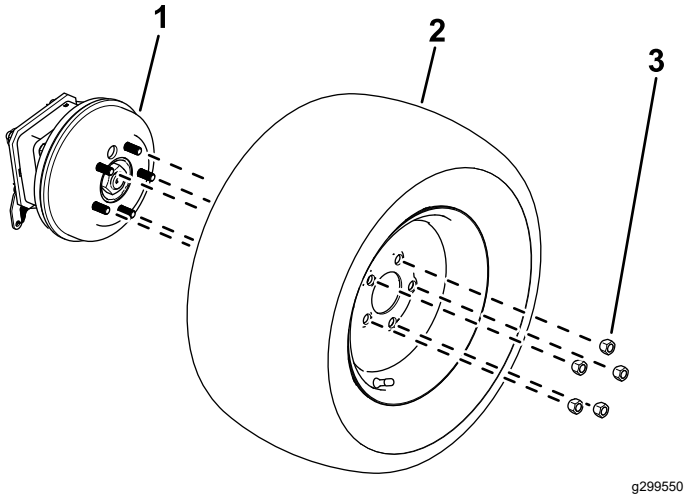

Figura 12
1. Allentate e rimuovete i dadi delle ruote (Figura 12).
2. Rimuovete le ruote dai mozzi (Figura 12).
1. Utilizzate i dadi ruota rimossi in precedenza per fissare gli pneumatici ai mozzi delle ruote (Figura 12).